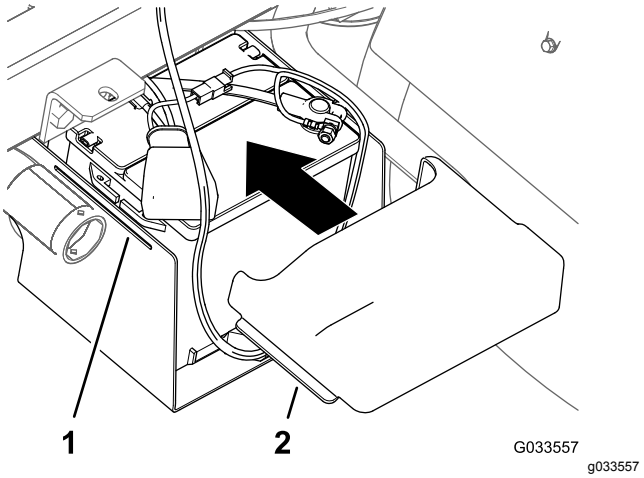

Figuur 33
10. Knijp de zijkanten van het accudeksel samen, lijn de lipjes van het deksel uit met de gleuven in de accubasis en laat het accudeksel los (Figuur 33).